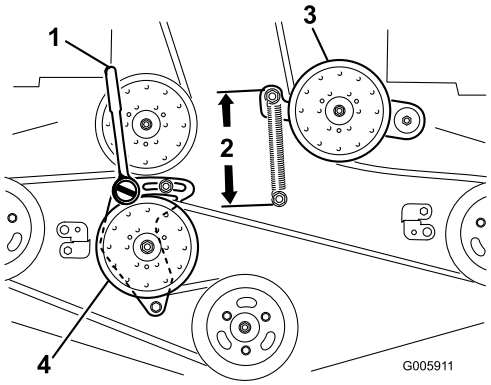

Figur 61
4. Lossa den fasta mellandrevsarmen och justera den för att minska remspänningen (Figur 61).
7. Sätt i en spärrhake med kort förlängning eller en stång i det fyrkantiga hålet på den fasta mellandrevsarmen (Figur 61).
9. Öka remspänningen genom att vrida spärrhaken eller stången moturs så att den fasta mellandrevsarmen flyttas tills det är ett avstånd på 16,5 cm mellan fjäderkrokarna (Figur 61).